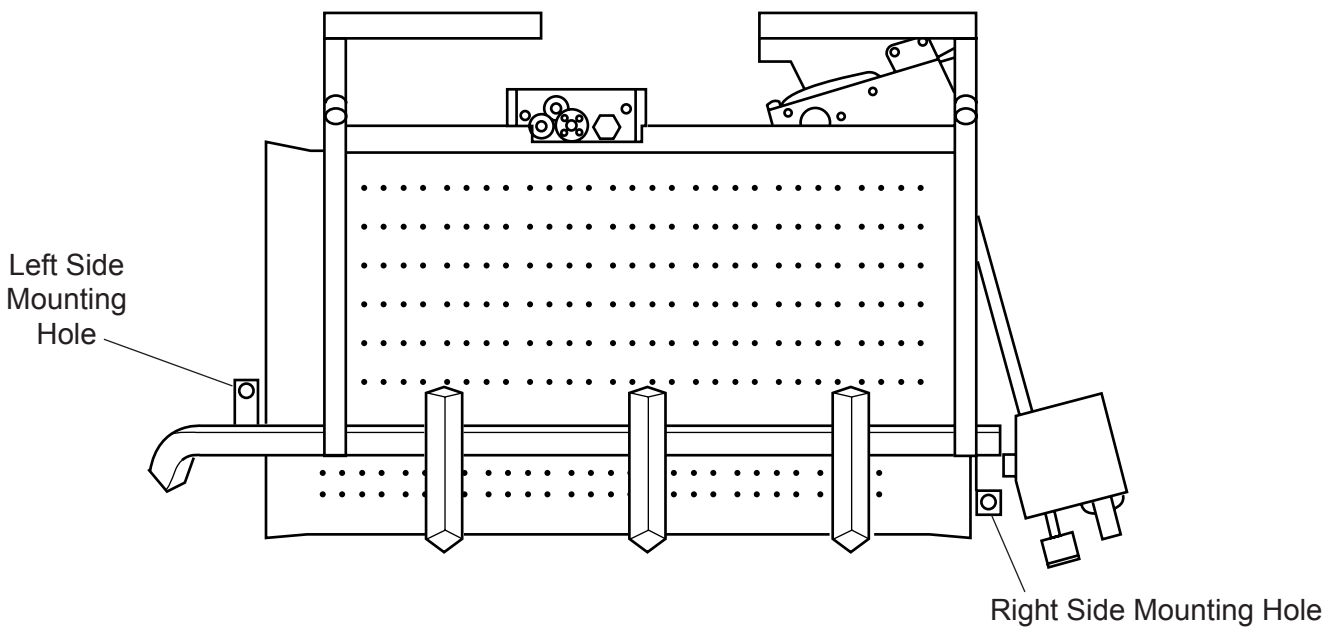

Figure 4 - Securing Heater to Floor of Fireplace/Firebox
2. *Refer to Figure 4* for hole locations. After centering the grate correctly, mark the hole positions on the fireplace/firebox floor. Drill two (2) $^{5}/_{32}$" diameter holes approximately $1^{1}/_{2}$" deep.
3. Anchor the grate to the fireplace/firebox floor using the screws provided. *Refer to Figure 4.*